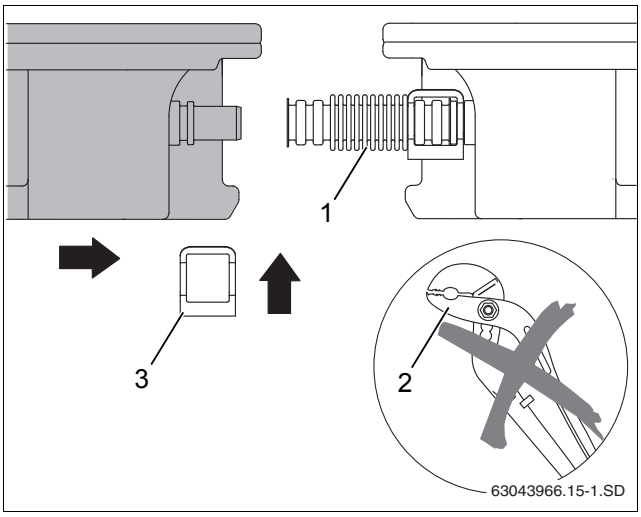

Рис. 26 Придвинуть второй коллектор к первому
- Не применяйте никаких инструментов, такие как плоскогубцы и др. (рис. 26, [2]). Они могут повредить гофрированную трубу.
- Второй коллектор придвиньте к первому так, чтобы его штуцеры попали в уже установленные гофрированные трубы (рис. 26, [1]) первого коллектора.
- Установите зажимы (рис. 26, [3]) на гофрированные трубы на штуцерах второго коллектора.